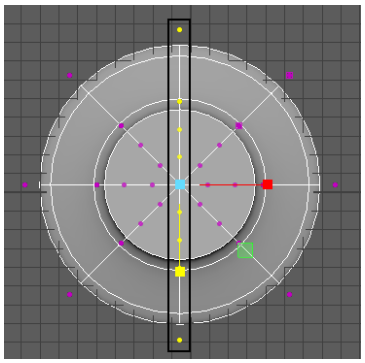
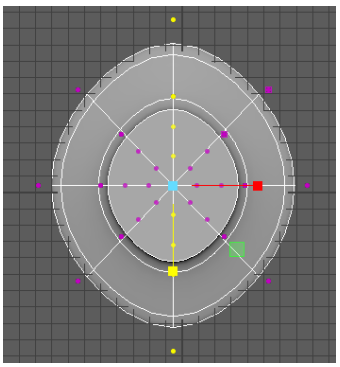

Figure 4-41 *The vertices selected*
Figure 4-42 *Scaled mesh*
1. Maximize the top-Y viewport. Next, press and hold the SHIFT key and marquee-select the vertices, refer to Figure 4-41. Choose **Scale Tool** from the Tool Box, and scale the selected vertices inward along the Z-axis using the yellow handle; the mesh gets scaled, as shown in Figure 4-42.